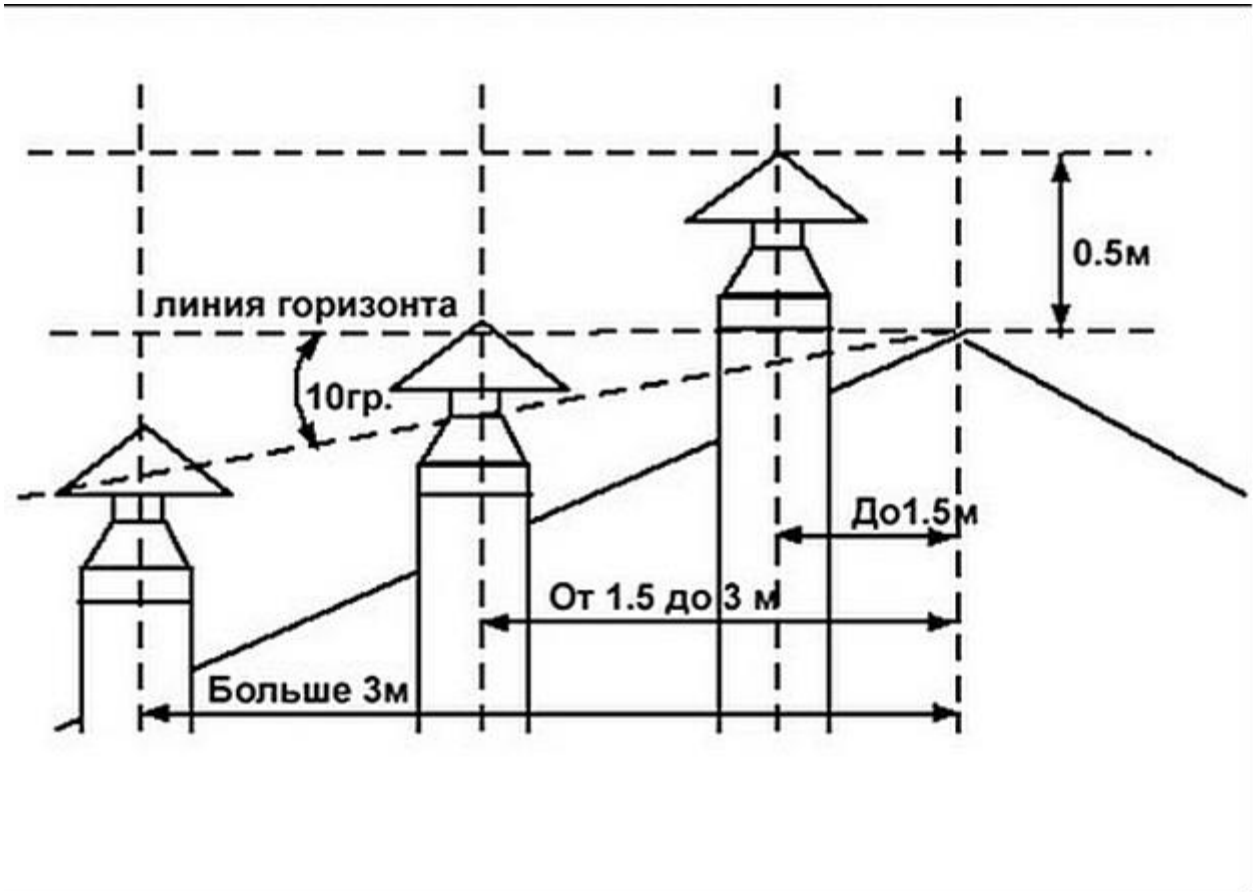

Рисунок 12 — Схема размещения дымоходов.
9.3.4 Высоту дымохода можно рассчитать, используя рисунок 12.